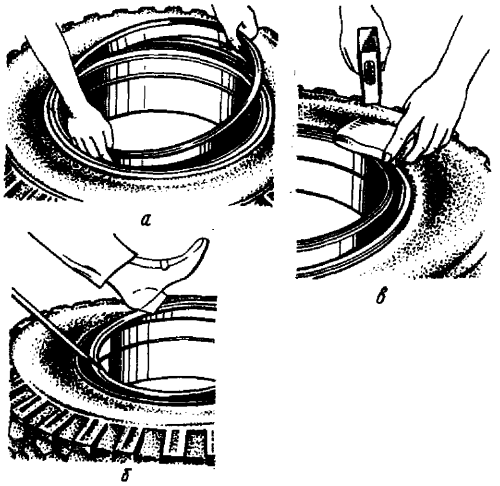

Рис. 102. Порядок монтажа шин
4. Наденьте на обод бортовое кольцо и вставьте замочное кольцо средней частью относительно разреза в замочную канавку (рис. 102 а).
5. Осадите замочное кольцо в канавку на ободе. При этом следите, чтобы второй конец не входил одновременно в канавку на ободе (рис. 102,б, 102, в).